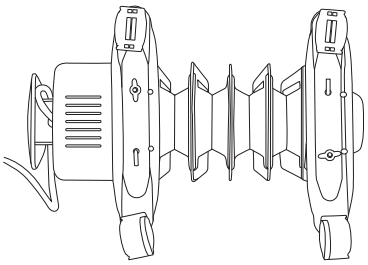

Рис. 4
1. Соединить одну из опорных ножек (2) с двумя роликами (1).
2. Закрепить гайками (3).
4. Перевернуть обогреватель нижней частью кверху, как показано на Рис. 4.
5. Продеть металлический держатель (4) через фиксатор.
6. Прикрепить опорную ножку с колесиками посредством металлического держателя (4) и винтов (5) к нагревателю.